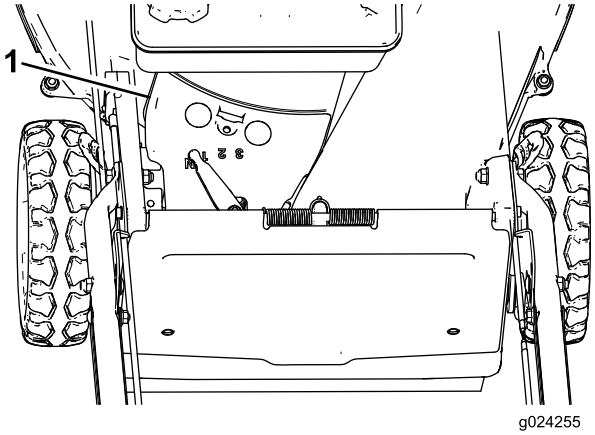

Figuur 34
3. Verwijder de riemkap (Figuur 34) van de maaikast.